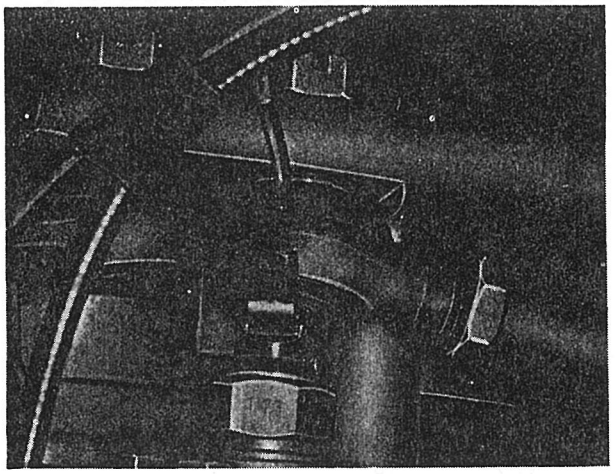

Afb. 2.9.14. Temperatuurelement
c. Temperatuurelement (afb. 2.9.14.)
(1) Verwijderen